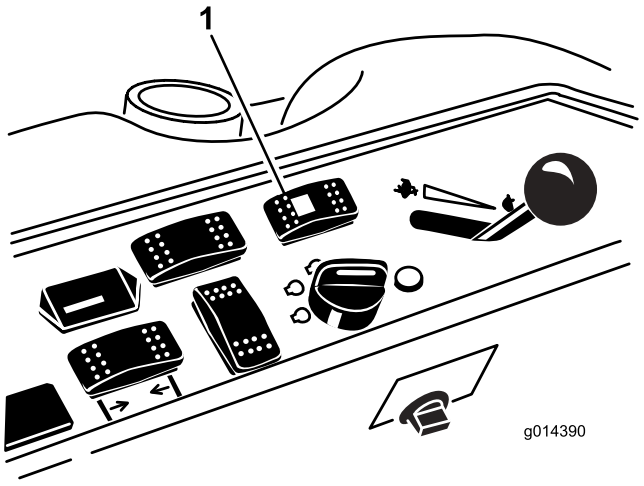

**Figur 52**
1. Tryk styringsvælgerknappen bagud til den bageste position (firehjulsstyring) (Figur 52).